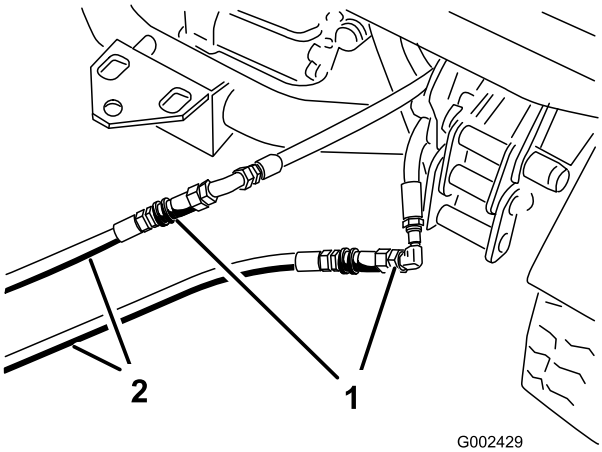

Figura 81
3. No veículo parado, ligue as duas mangueiras de ligação às mangueiras que foram desligadas (Figura 81). Tape as juntas desnecessárias.